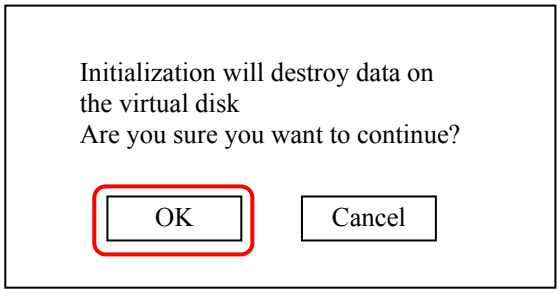

Figure B.2.6.2-12 Virtual Disk Initialization Processing Start window
(13) The virtual disk initialization processing completion window is displayed as shown in Figure B.2.6.2-13.